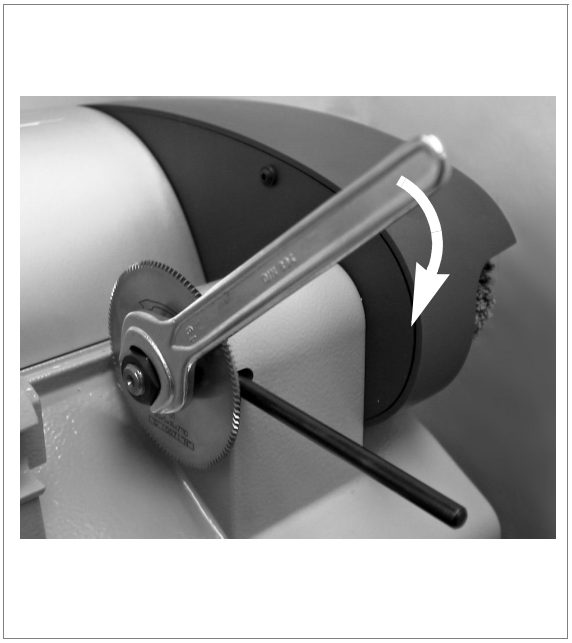

Fig. 25
3) Place the locking pin into the groove in the base and the special hole in the cutting tool shaft (fig.25).